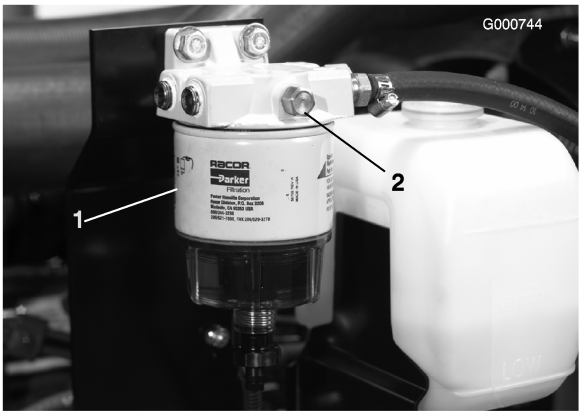

Figuur 23
3. Open de ontluchtingsplug op het brandstoffilter/waterafscheider (Figuur 23).